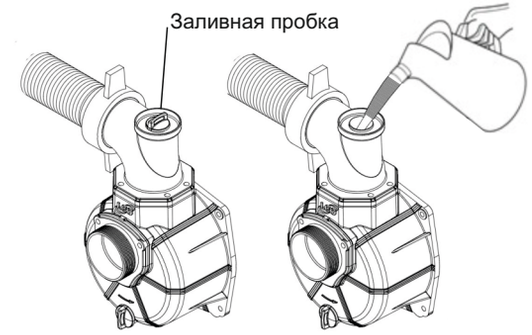

Рисунок 11
- в корпус насоса через воронку залейте холодную чистую воду до полного заполнения внутренних полостей насоса (примерно 2 литра), признаком полного заполнения внутренних полостей насосной части является отсутствие выходящих пузырьков воздуха из корпуса насосной части (рис. 11);